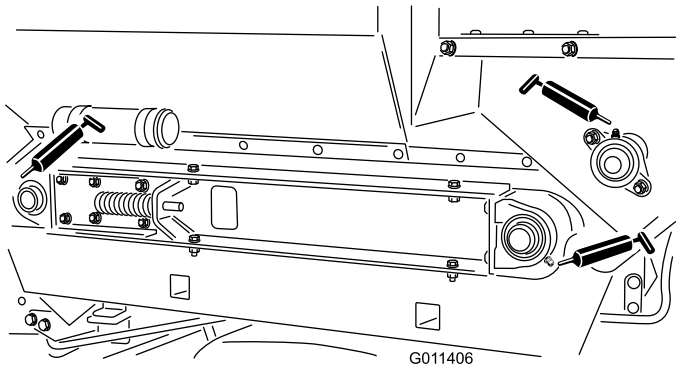

**Figuur 21**
De smeerpunten (Figuur 21) en de hoeveelheden zijn: rolaslagers (4) en borstelaslager (1).